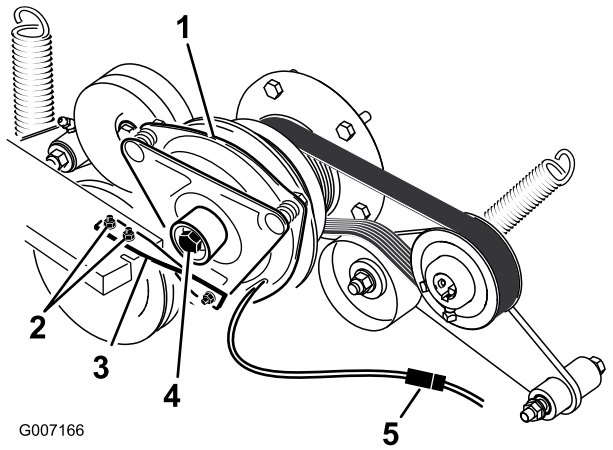

Figur 62
5. Koble fra clutchens elektriske kobling (Figur 62).
2. Bolter (2) og mutre for clutchens stropp
6. Fjern de to boltene som fester clutchens gummistropp til rammen på gressklipperen (Figur 62).
7. Fjern sentreringsbolten som fester clutchen til motorakselen og fjern clutchen og nøkkelen (Figur 62).
14. Hold i veivakselen bak på maskinen mens du monterer sentreringsbolten, og stram til sentreringsbolten med 68 N·m (Figur 62).
15. Monter clutchens gummistropp til rammen på gressklipperen med de to boltene og mutrene du fjernet tidligere (Figur 62).
17. Koble til clutchens elektriske kobling (Figur 62).